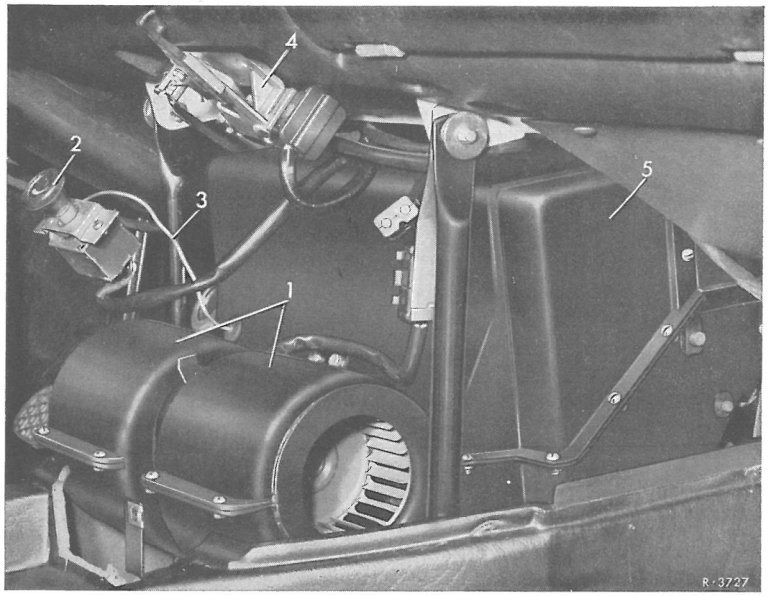

Fig. 83-11/3
Med denne indstilling vil for-ruden,ved relativt fugtigt og køligt vejr dugge udvendigt. I så fald kan lufttemperaturen - temperaturkontakten(2) drejes til venstre - i klimaanlægget sættes op,eller luftmængden fra defrosterdysen(10)kan ved ind-regulering af reguleringsarmen (6)reduceres (fig.83-11/1 og 2).